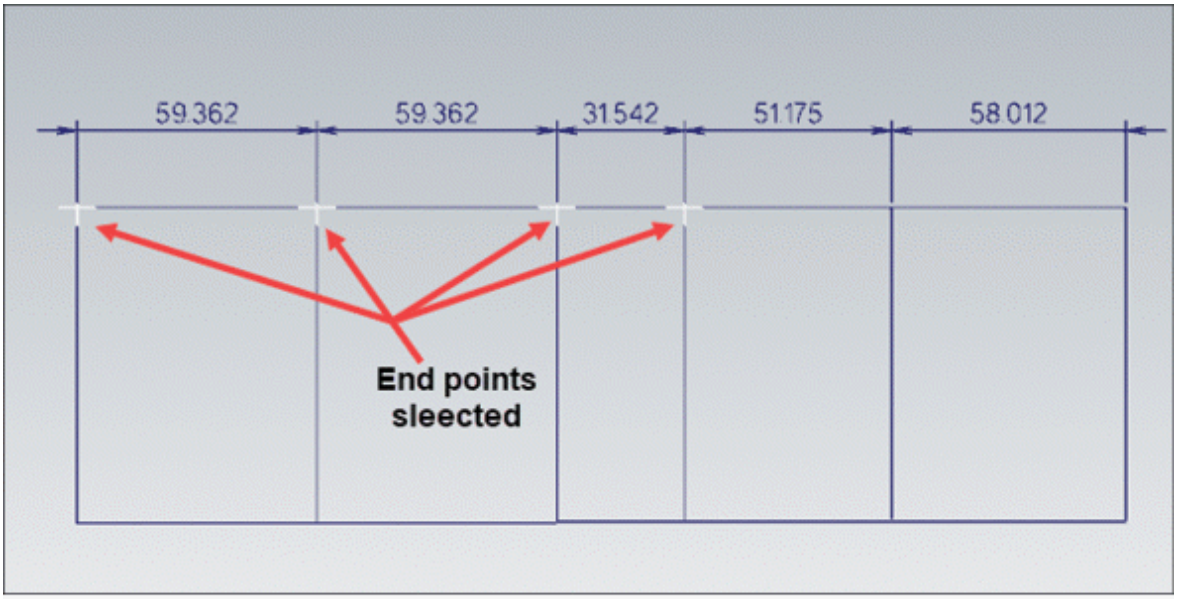

Figure-16. Preview of chained dimensions
- Select desired end points of lines. The chained dimensions will be created; refer to Figure-16.